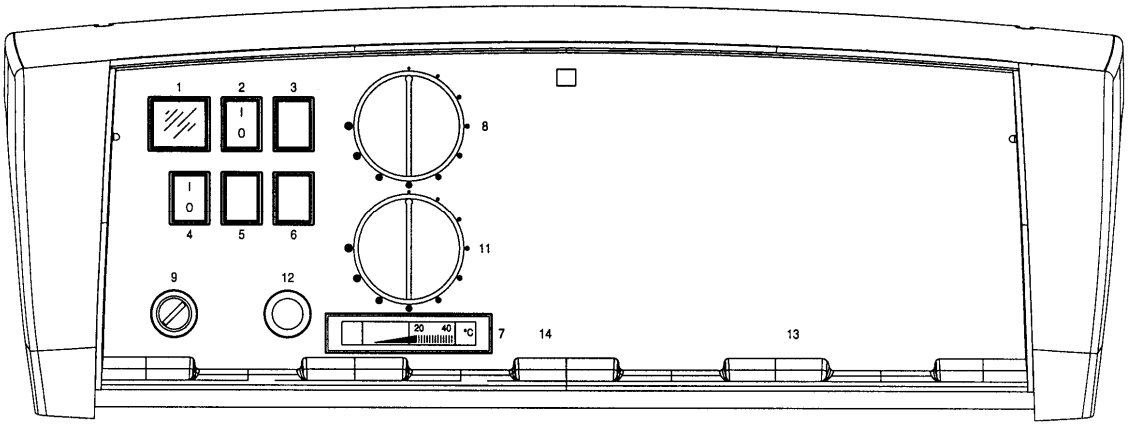

Рис. 3
3.4 ПАНЕЛЬ УПРАВЛЕНИЯ ОПЦИОННО ALPHA R/ALPHA R F (Рис. 3)